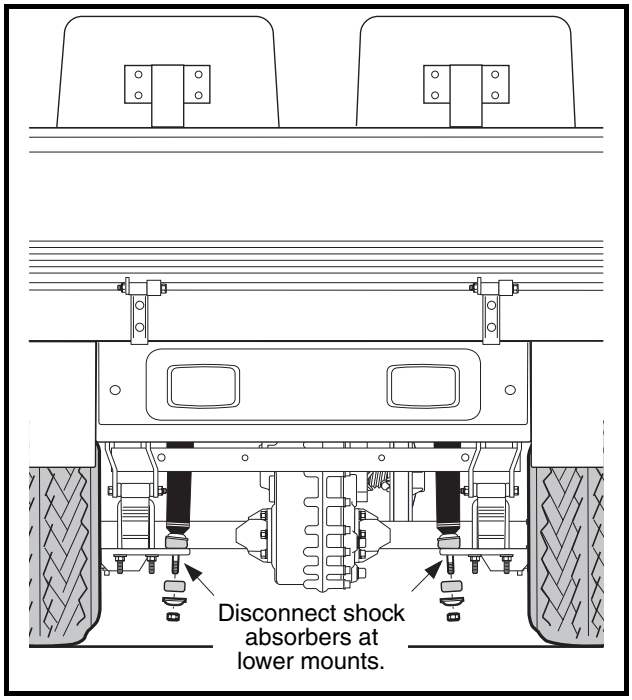

Figure 16-20 Shock Absorbers
6. Remove the lower shock mounting hardware from both rear shocks **(Figure 16-20, Page 16-11)**.